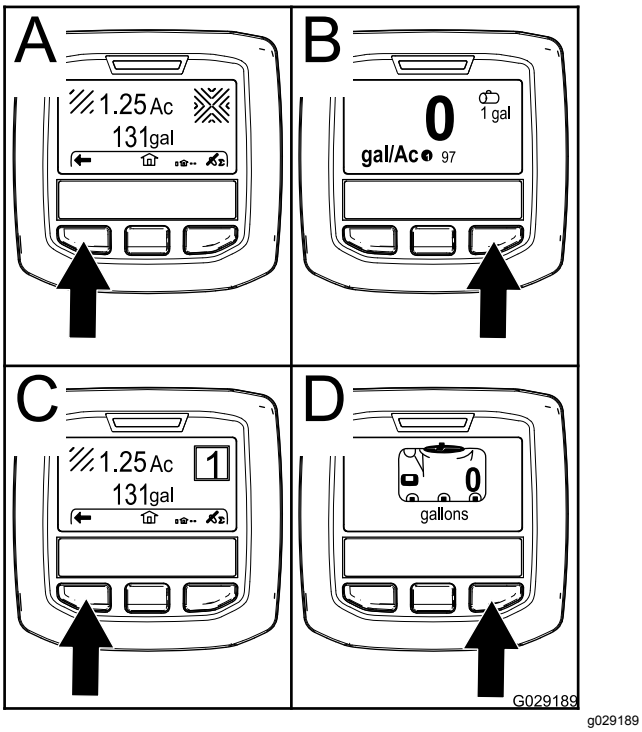

**Figuur 19**
- Rechter selectieknop: **Totale gespoten oppervlakte** (A in Figuur 19)
- Rechter selectieknop: **Gebruiksdosis** (B in Figuur 19)
- Linker selectieknop: **Totale gespoten deeloppervlakte** (C in Figuur 19)
- Linker selectieknop: **Tankvolume** (D in Figuur 19)